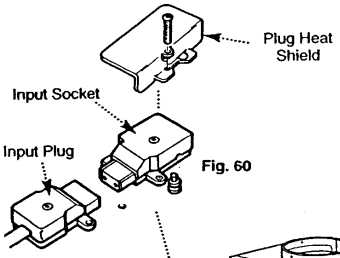

Fig. 60
2. Undo the retaining screw and remove the heat shield and electrical plug from the socket (Fig. 60).